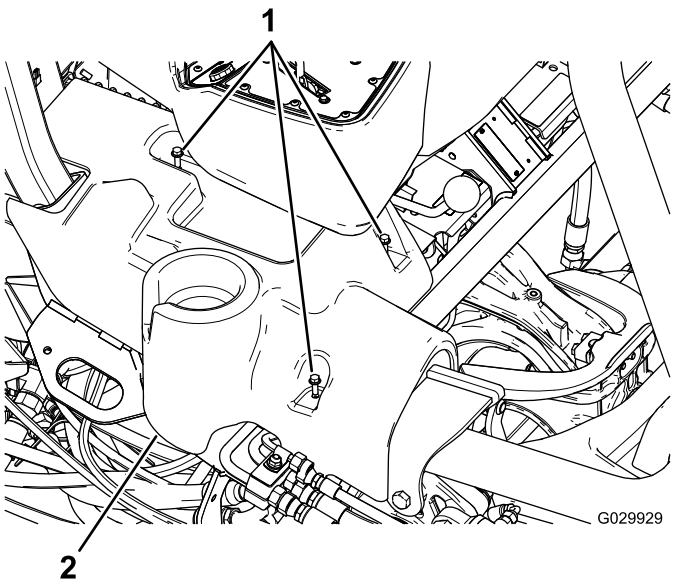

Figur 12
1. Rikta in skruvhålen i den nya högerkonsolen med skruvhålen på maskinen (Figur 12).